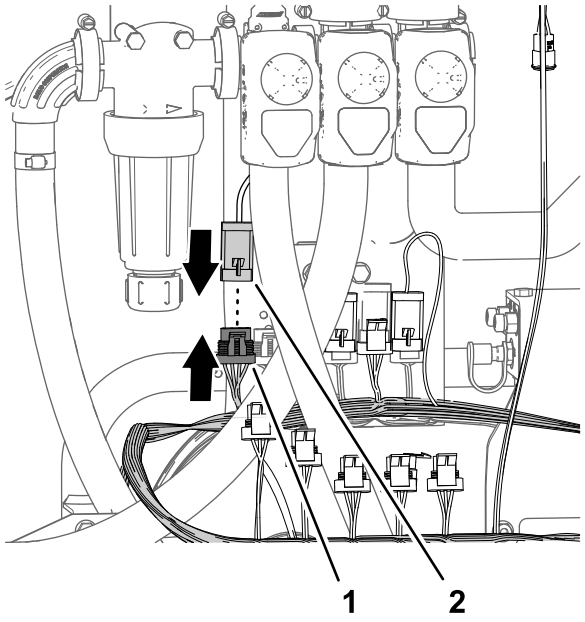

Figur 87
4. Tilslut stikket med 4 ben på reguleringsventilens aktuator til stikket med 4 sokler på afgreningsledningen (89 cm) fra sættets ledningsnet med angivelsen REGULERINGSVENTIL (Figur 87).